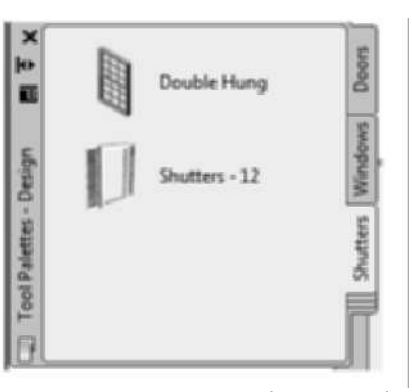

FIGURE 5.49 *Creating a shutters window tool*
15. Verify that the Shutters palette is current (Figure 5.49). Right-click over the shutters palette, and choose Delete Palette.